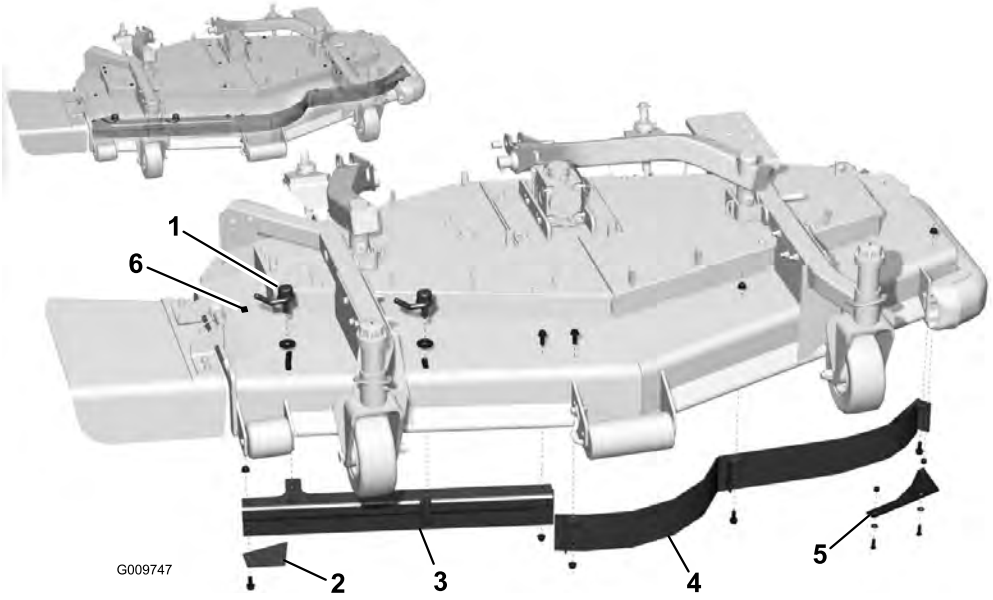

図 1
1. 可変フロー・バッフルに着いているレベーまたはボルト、ワッシャおよびナットを外す（図 1）。
2. 排出バッフル、前バッフルおよびターボ・プレートを固定しているボルトとナットを外す（図 1）。
3. 排出バッフルを外したあとで、デッキの四角い穴にインナー・キャリッジ・ボルトとナットを取り付ける（図 1）。